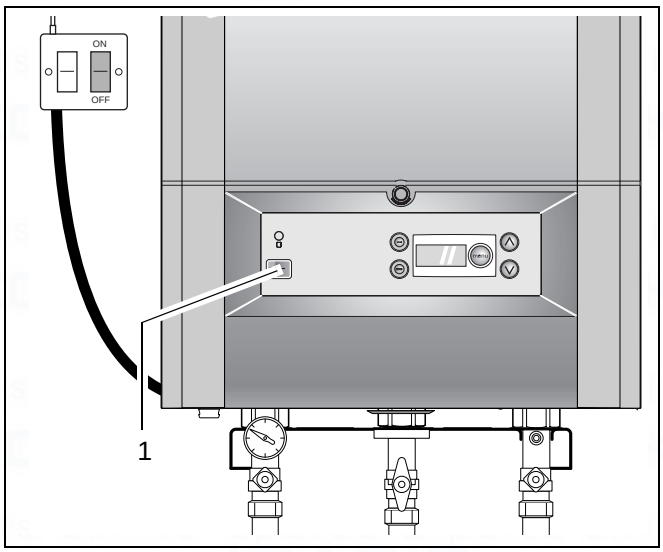

fig. 4 DBA – Mains switch
- Push the mains power switch (fig. 4, item 1) to “**0**”.
- Turn off the boiler by setting the mains power to "0" (fig. 4, item 1).